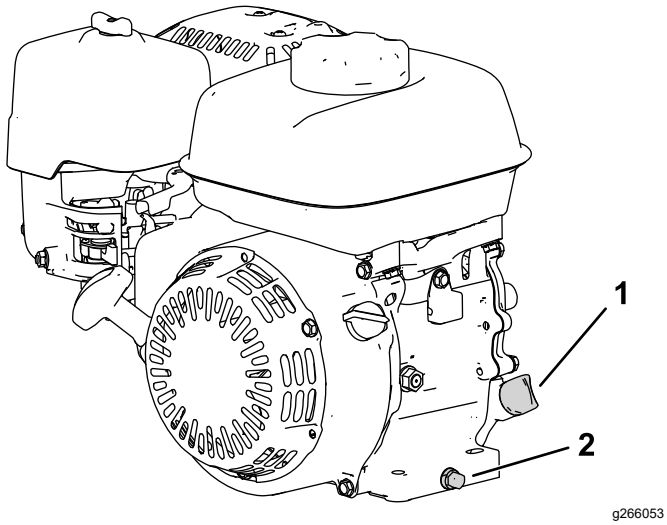

Figur 25
2. Placera maskinen så att motorn står jämnt och rengör området runt oljepåfyllningsröret (Figur 25).
3. Avlägsna avtappningspluggen, brickan och oljestickan (Figur 25).